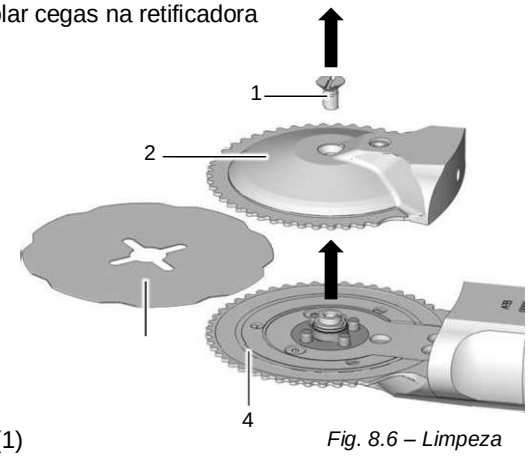
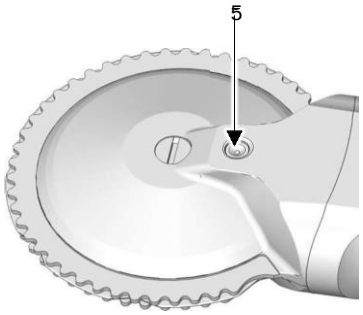

Fig. 8.6 – Limpeza
Fig. 8.7 – Bicos de lubrificação do rolamento das lâminas
EFA 2000 *(consulte a Fig. 8.6 e Fig. 8.7)*
1) Desmonte a tampa da lâmina, *consulte a Fig. 8.6*.
2) Aplique 2 jatos de graxa especial EFA no bico de lubrificação (10) usando uma pistola de graxa.